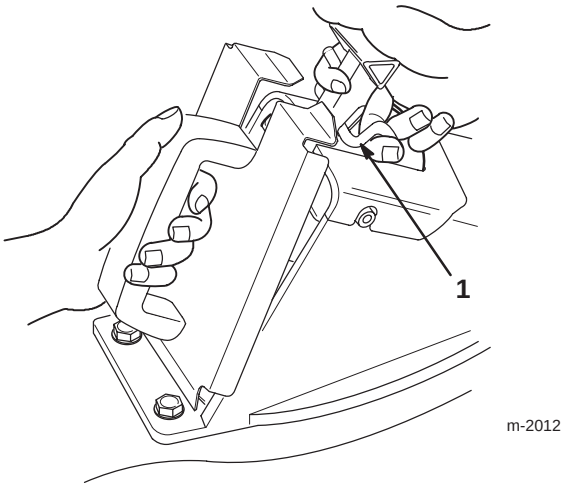

Abbildung 13
3. Die Auswurfkanaltür ganz offen halten und den Stopfen einsetzen (Abb. 13).
4. Die Sperrklinke am Türgriff hochziehen (Abb. 13) und die Oberseite des Stopfens ganz hereindrücken, während der Türgriff nach hinten gezogen wird.